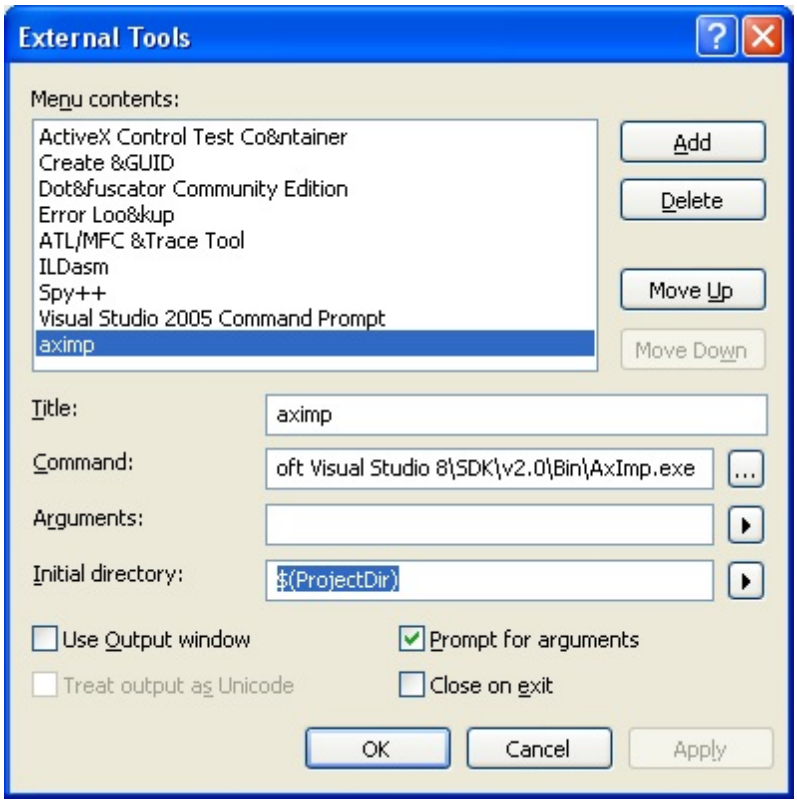

Рисунок 1.5. Добавление Утилиты aximp.exe
3. Ввести следующие параметры, смотри рисунок 1.5: